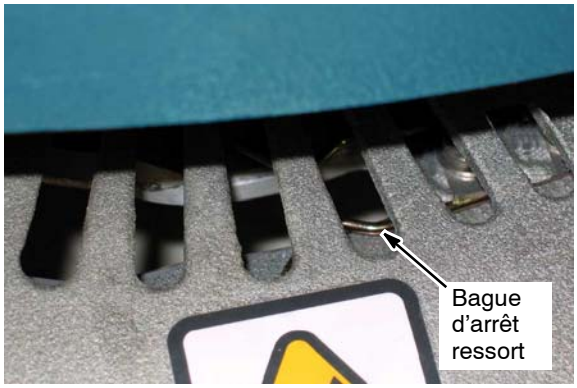

FIG. 10
4. Tournez le moyeu du moteur de brosse jusqu'à ce que la fente avec la bague d'arrêt ressort soit visible au travers de la fenêtre de la tête de brossage (Figure 10).